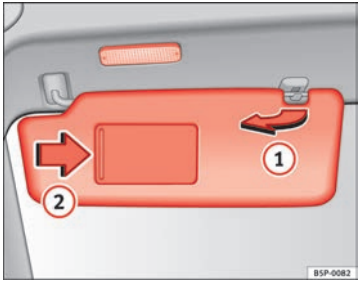

Fig. 81 Aletta parasole lato conducente
L'aletta parasole per il conducente e quella per il passeggero possono essere staccate dai supporti che si trovano in prossimità della linea mediana del veicolo e spostate in direzione delle porte ⇒ fig. 81 (1).